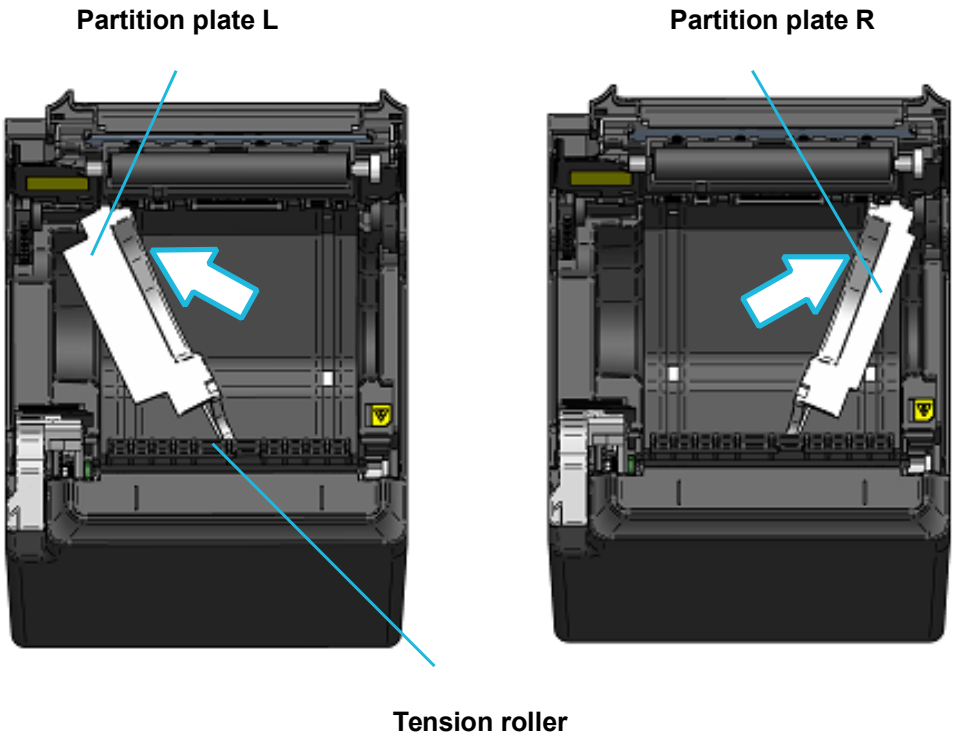

Figure 14-1 Partition Plate Installation (1)
(1) Ensure that the printer is off.
(2) Operate the release lever to open the paper cover.
(3) Put the attached partition plate L and partition plate R into the paper holder with slanting position as shown in Figure 14-1.